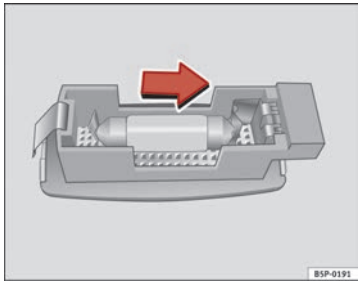

Fig. 200 Removing sun visor light
– Carefully remove the lamp, using the flat side of a screwdriver, as shown in the figure ⇒ Fig. 200.
– Remove the bulb, moving it in the direction of the arrow and outwards ⇒ Fig. 200. ■